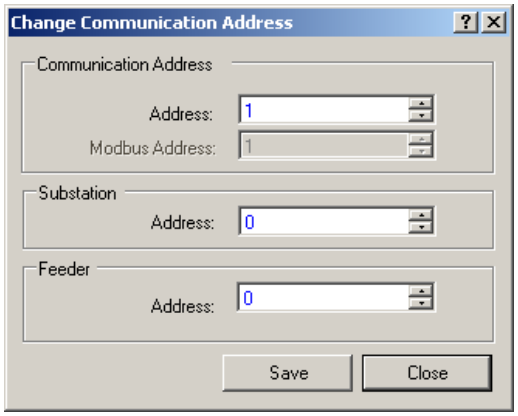

Figure 4-26 Change Communication Address Dialog Screen
2. Select **Yes.** TapTalk will display the "Change Communication Address" dialog screen (Figure 4-26).